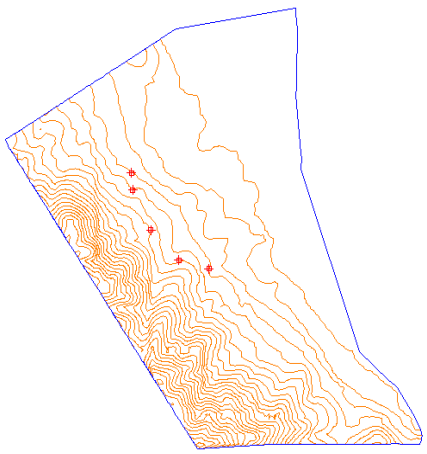

Figure 2-67 *Surface with COGO points*
5. Choose **OK** to apply the selected settings and exit the dialog box. The surface with the COGO points is displayed, as shown in Figure 2-67.